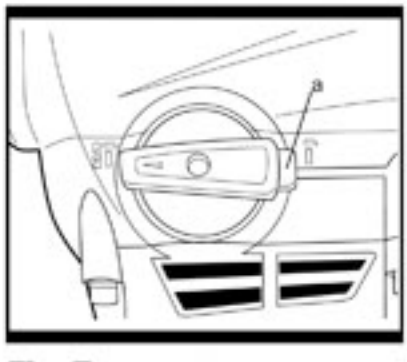
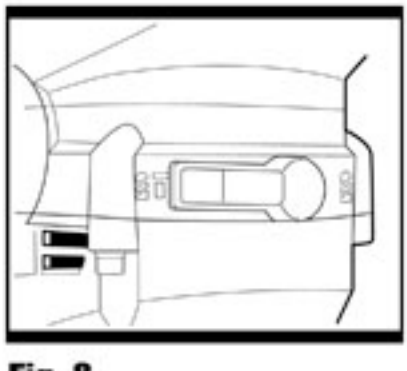

Fig. 7
Fig. 8
7. FUNCIÓN DE TALADRADO CON PERCUTOR (Fig. 7 & Fig. 8)